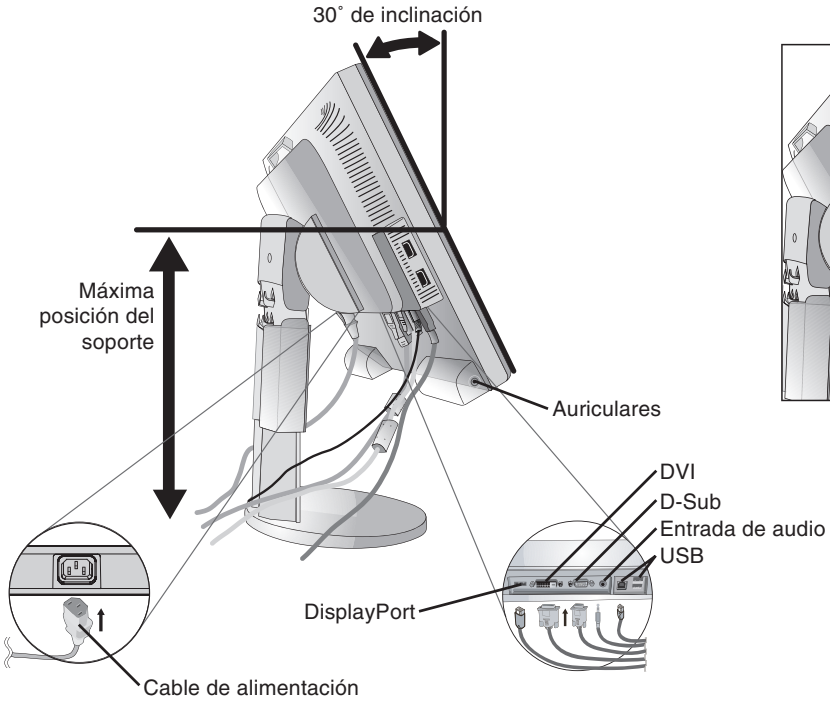
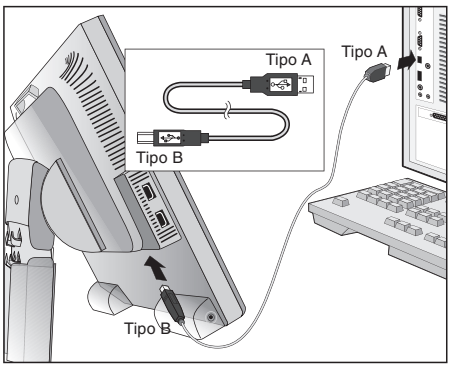

Figura C.1
Figura C.1a
3. Coloque una mano a cada lado del monitor para inclinar el panel LCD 30 grados y levántelo hasta alcanzar la posición más alta (**figura C.1**).
4. Conecte todos los cables en los conectores correspondientes (**figura C.1**). Conecte los auriculares (no incluidos) al conector apropiado de la parte izquierda del monitor (**figura C.1**). Al utilizar el cable USB, conecte el conector del tipo B al puerto USB de upstream en la parte trasera derecha del monitor y el conector del tipo A al puerto de downstream del ordenador (**figura C.1a**). Si puede usar el cable del dispositivo USB, utilice uno de los puertos de downstream situados a un lado del monitor.